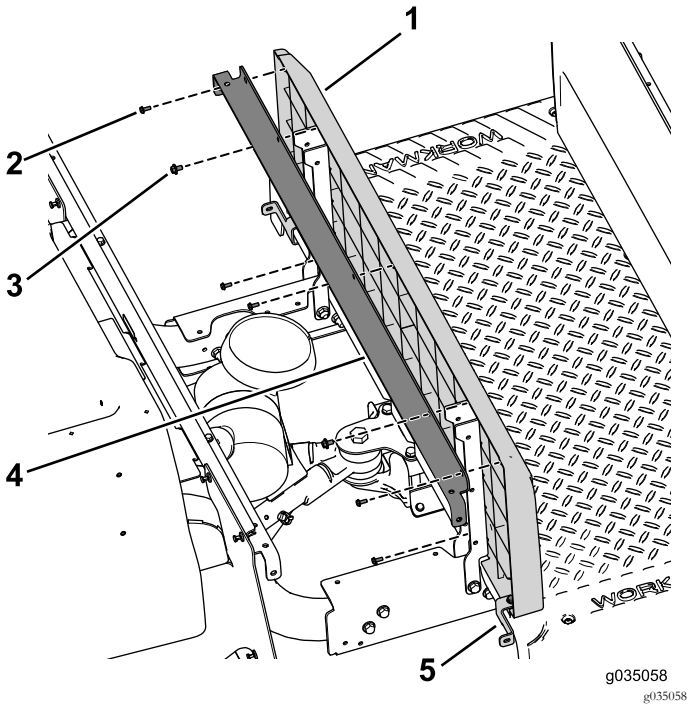

Рисунок 42
7. С помощью 2 болтов с шайбами в сборе (1/4 x 1/2 дюйма) прикрепите опорный кронштейн и панель основания сиденья к левой и правой опорам сиденья (Рисунок 42).
8. С помощью 2 болтов (1/4 x 2 дюйма), шайбы и контргайки прикрепите левый и правый кронштейны панели к автомобилю (Рисунок 42).